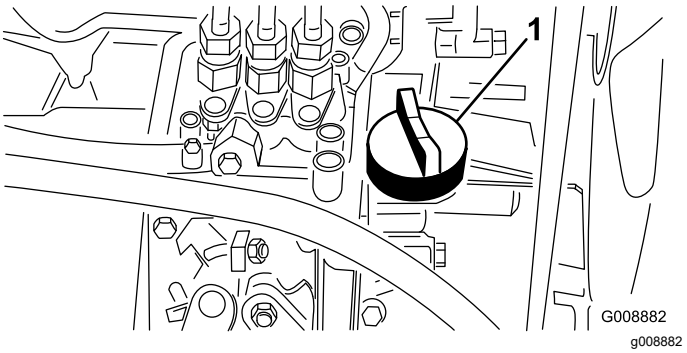

Figuur 25
4. Als het oliepeil te laag is, verwijdert u de vuldop (Figuur 25) en vult u bij met kleine hoeveelheden olie totdat het oliepeil de Vol-markering op de peilstok bereikt. Vul de olie langzaam bij en controleer daarbij veelvuldig het peil.